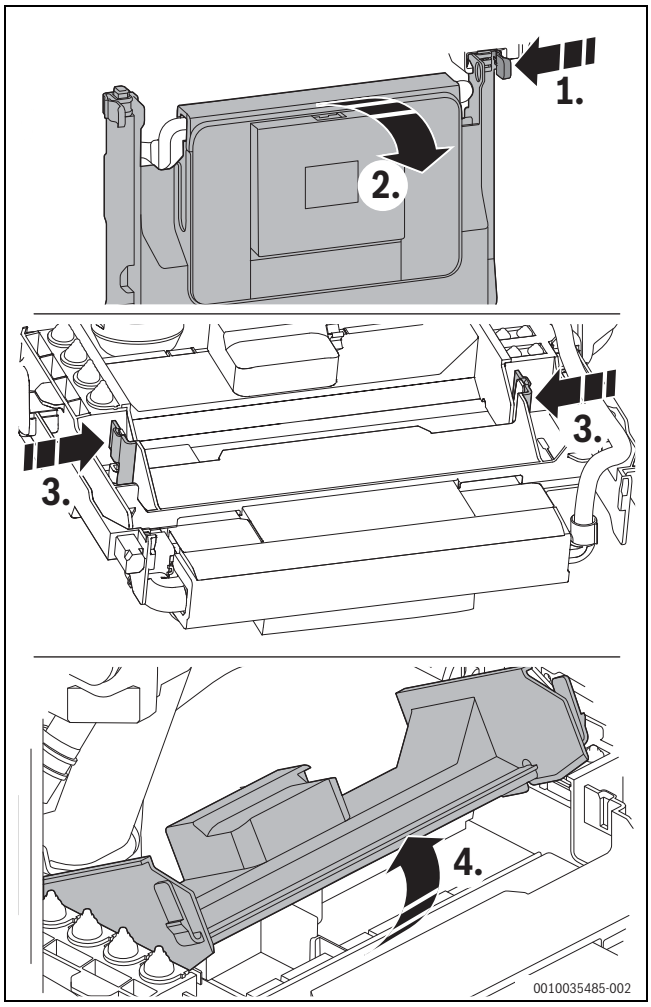

Fig. 29 Abrir o aparelho de comando
- ▶ Rebater o aparelho de comando para baixo (→ fig. 29).